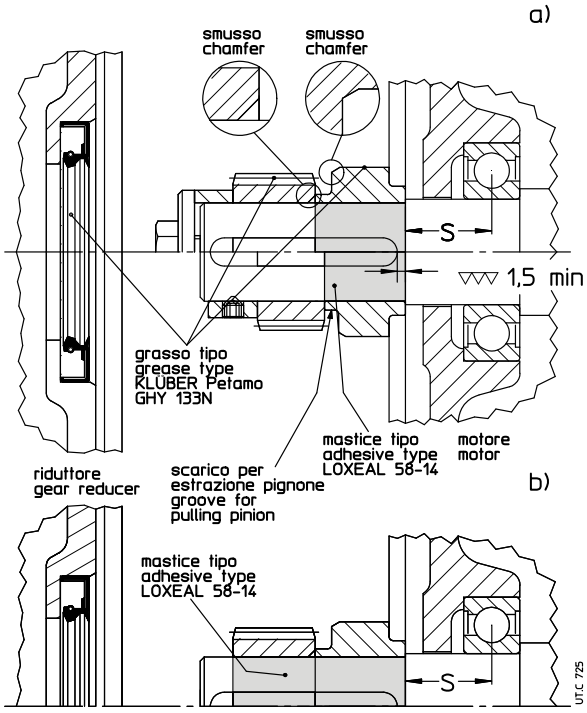

Рис. 7.3.1
– убедиться, что двигатели имеют подшипники и выступы (отметка S см.рис. 7.3.1) в соответствии с указаниями таблицы 7.3.1.